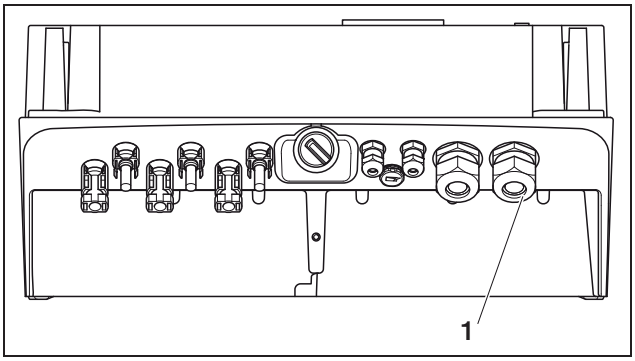

Abbildung 10: *Anschlüsse am Gehäuse*
- Drehen Sie die Kabelverschraubung für die Netzzuleitung auf (*1* in Abbildung 10).